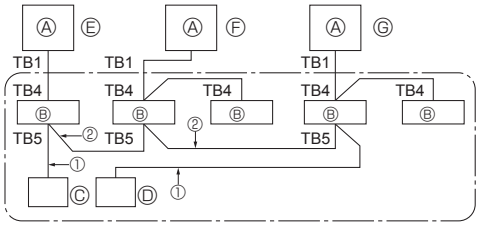

Fig. 9-1
9. Contrôle du système (Fig. 9-1)
9. Sistema de control (Fig. 9-1) 11